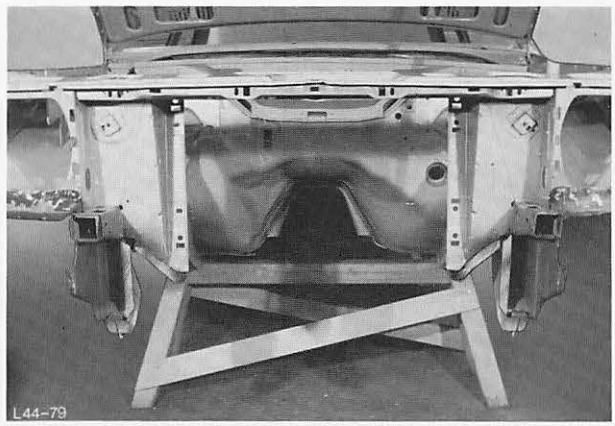

Abb. 75 Punktflansche putzen und richten
3. Punktflansche putzen und richten, Abb. 75.